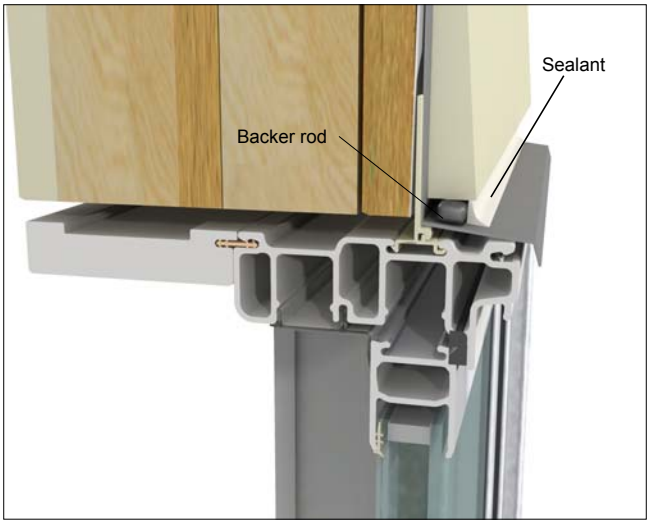

Figure 10 Apply perimeter sealant between window and exterior finish.
2. After exterior finish or siding is installed, apply sealant around the exterior perimeter of the unit frame or casing. As needed, insert backing material between the frame or casing and the structure to provide a proper sealant joint. Sealant depth must be equal to width between unit and exterior finish material (brick and masonry apply). Always refer to the manufacturers' recommendations for proper surface preparation and application. See figure 10.